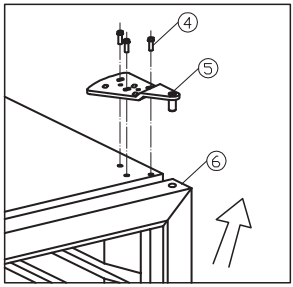

Abb. 5.2
- Während Sie die Tür festhalten das obere Scharnier abmontieren und die Tür hochheben. Abb. 5.2